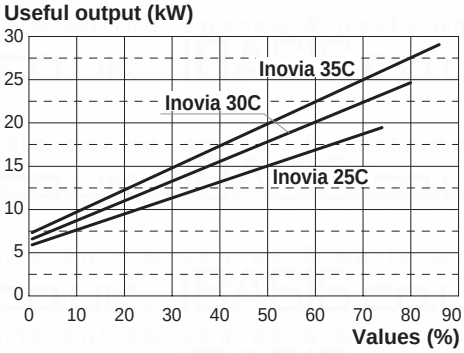
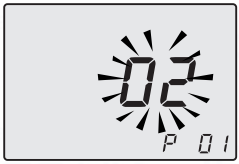
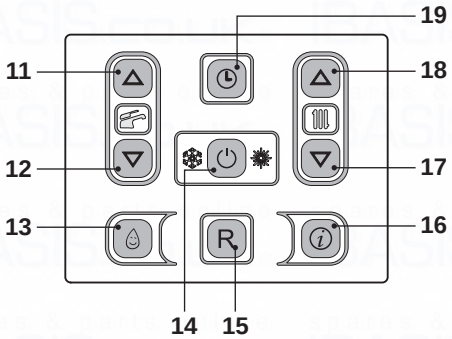

Fig. 7.45
Fig. 7.46
Fig. 7.47
Refer to Fig. 7.45 and determine the correct Value appertaining to the output required for the central heating requirement.
keys 14 - 17 - 18 (Fig. 7.47) for 10 seconds at the same time until the letters **P01** are displayed on the LCD display, indicating that ”parameter 01” (Fig. 7.46) has been activated.
- It is possible to modify parameter using keys 11 or 12 (Fig. 7.47) (Refer to Fig. 7.45 and determine the correct Value appertaining to the output required for the central heating requirement.).
- By pressing key 14 (Fig. 7.47) confirmation of the inserted value is obtained.
- Press keys 17 or 18 (Fig. 7.47) to exit without changing the value.